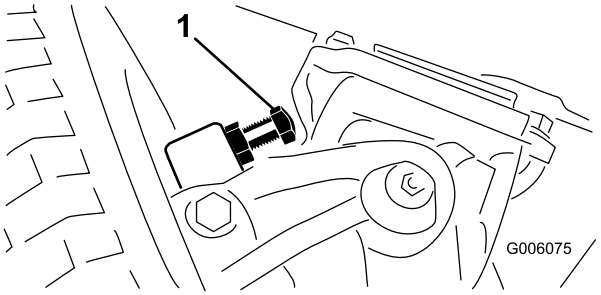

**Figur 59**
1. Skru boltene ind eller ud, indtil frigangen på 2,3 mm opnås (Figur 59).